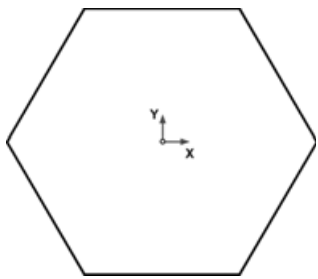

Рис. 6.163
- Для правильной ориентации вершин многоугольника, в поле **Угол** введите значение 0 и нажмите кнопку **Создать объект** — система выполнит построение шестиугольника (рис. 6.163).